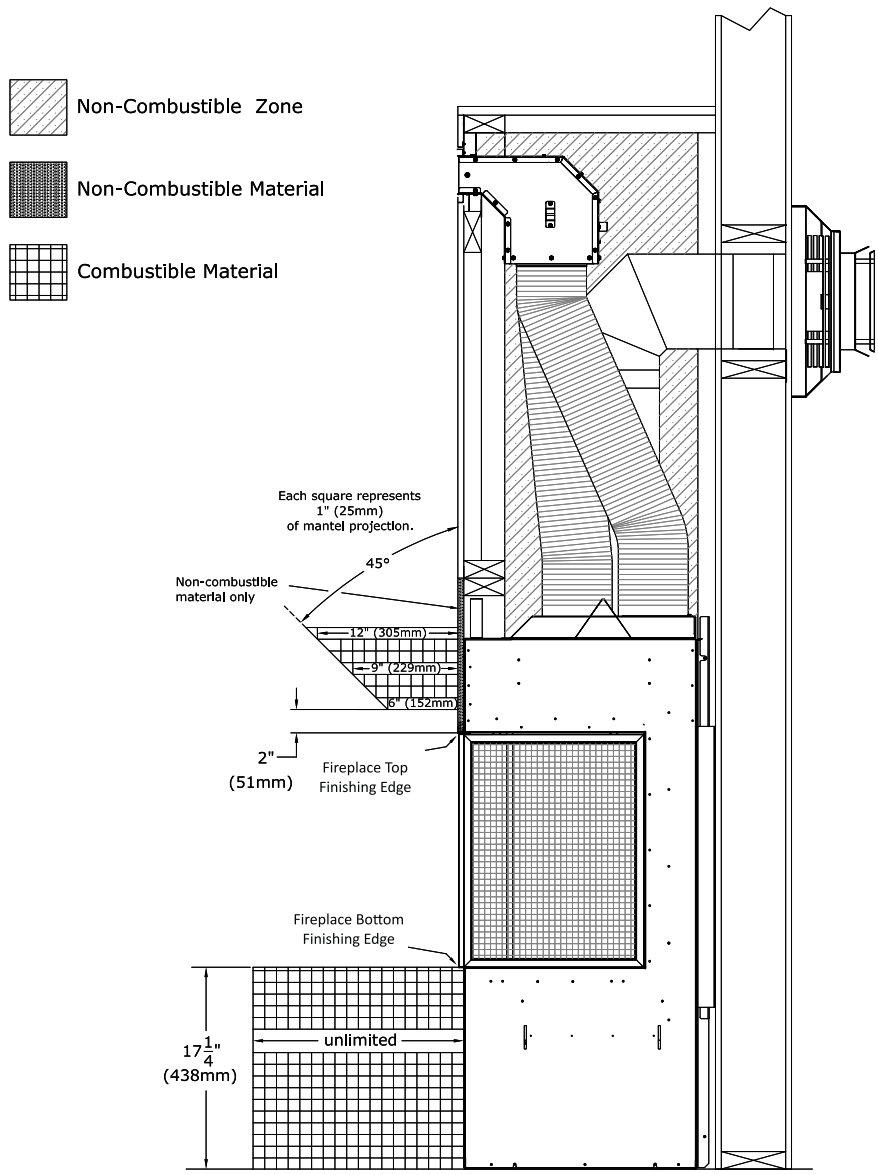

Figure 3.23 - Mantel and Hearth Projection
- **Combustible Mantel Projections:** A maximum of a 6" (152mm) mantel can be installed at 2” (51mm) above the side and top finishing edge. Mantel projections can increase 1” (25mm) of depth for every 1” of height starting at the 6” (152mm) mantel. See Figure 3.23.
- **Combustible Hearth**: Combustible hearth can have an unlimited projection. Hearth can be raised flush to the bottom finishing edge. See Figure 3.23.